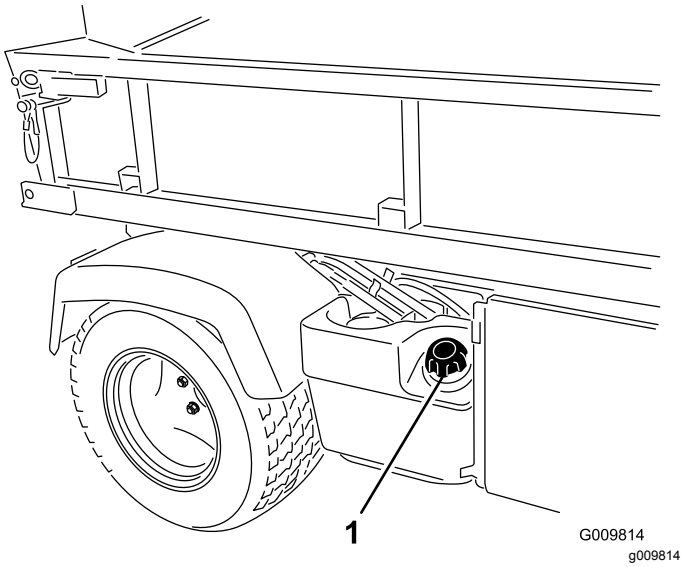

**Figur 14**
2. Fjern brændstofdækslet (Figur 14).